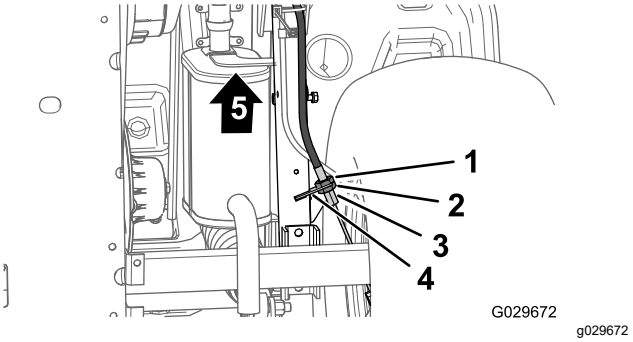

Figur 68
3. Lossa den bakre kontramuttern för den gängade justeraren till parkeringsbromskabeln som sitter längst ner på maskinen genom att vrida på den fyra varv (Figur 68).
4. Dra åt den främre kontramuttern (Figur 68).
A. Lossa den främre kontramuttern (Figur 68) för den gängade justeraren till parkeringsbromskabeln genom att vrida på den ett varv.
B. Dra åt den bakre kontramuttern (Figur 68).
A. Lossa den bakre kontramuttern (Figur 68) för den gängade justeraren till parkeringsbromskabeln genom att vrida på den ett varv.
B. Dra åt den främre kontramuttern (Figur 68).